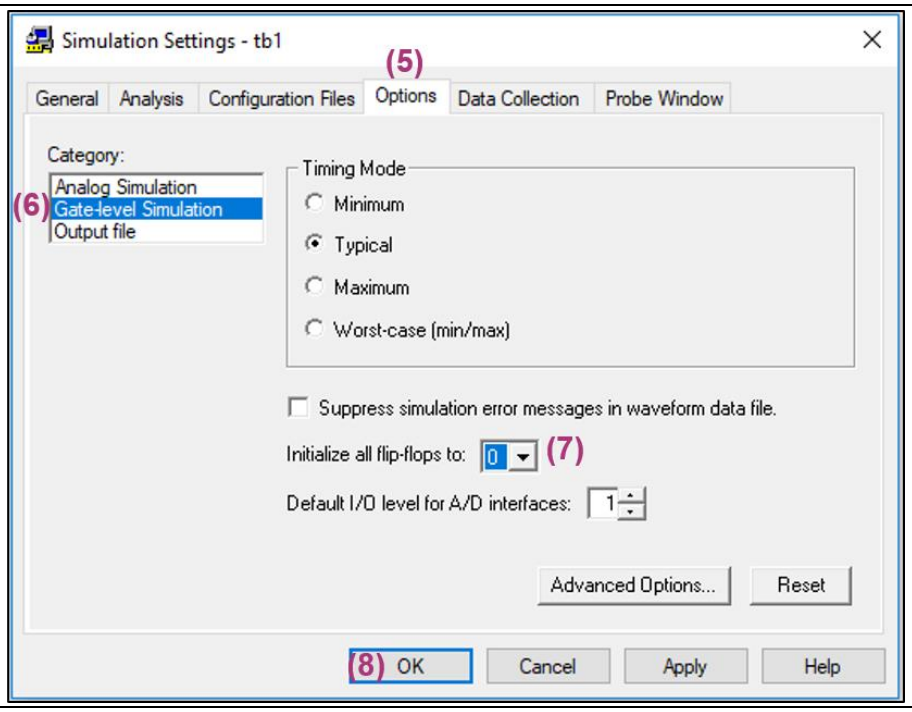

Figure 9 Options settings
As shown in **Figure 9**, under **Simulation Settings** go to **Options** (5) tab, select the category **Gate-level Simulation** (6) and then make sure that "**0**" is selected in the dropdown list of the **DIGINITSTATE** (7).